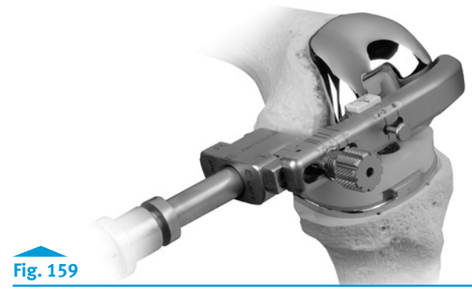
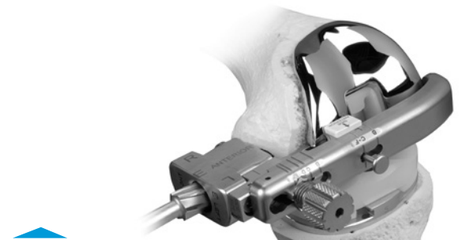

Fig. 159
Fig. 160
- Use the Trephine to drill an access hole into the medial side of the femur **(Fig. 159)**. The Trephine has a built in stop to limit the depth of drilling. Use the Hand Rasp to remove any remaining bone or cement obstructing access to the hinge pin **(Fig. 160)**.